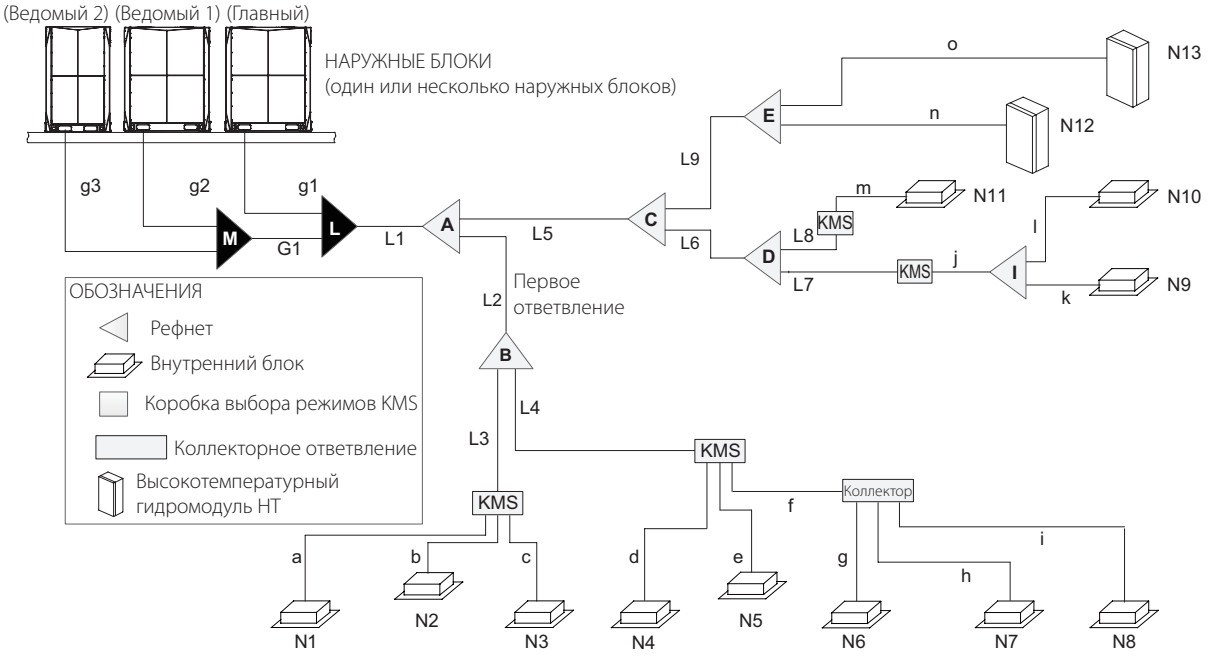

Рис. 4-1
- Один или несколько гидромодулей HT могут быть присоединены в системе с первым рефнетом или расположенными после него рефнетами, однако гидромодули нельзя присоединять после коробки KMS или коллекторными ответвлениями, как показано на рис. 4-1.